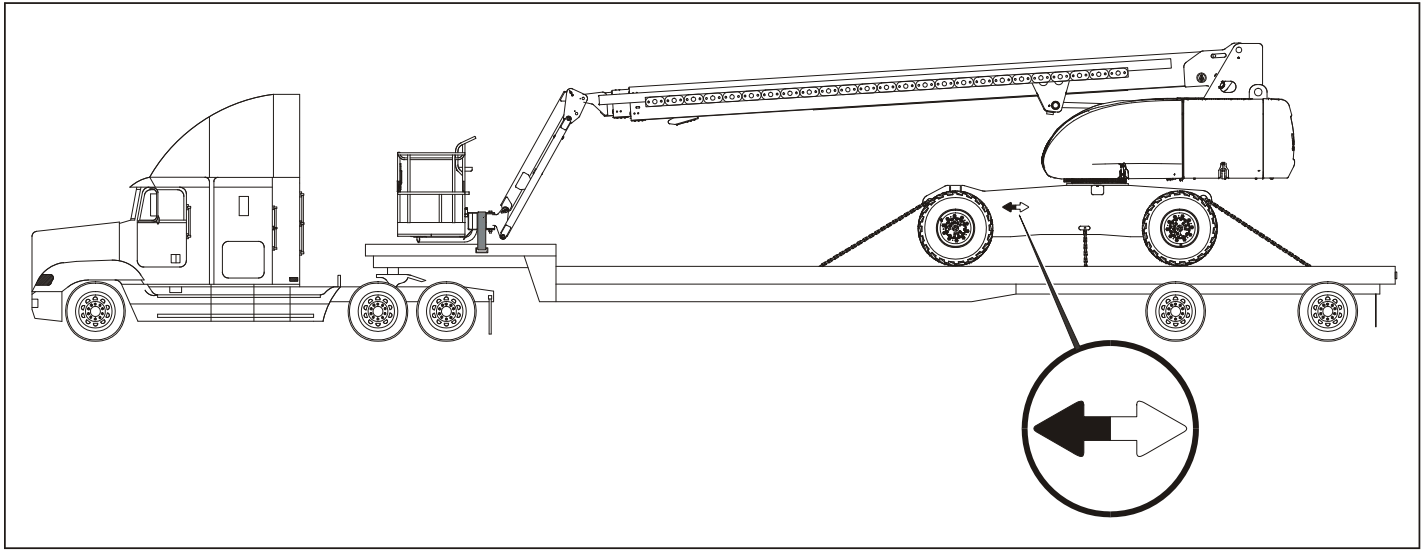

Figure 4-5. Transport typique d'un 680S
c. Faire monter la machine sur la remorque, avec la flèche et la plate-forme orientées en direction du camion. Voir Figure 4-5., Transport typique d'un 680S.